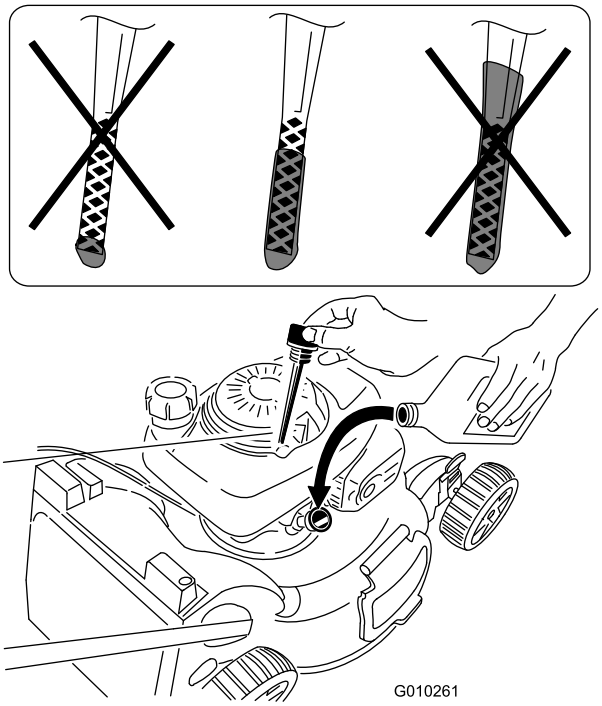

Figuur 40
12. Haal de peilstok eruit en controleer het oliepeil (Figuur 40).
- Als het oliepeil te hoog is, tapt u de overtollige olie af tot het juiste oliepeil is bereikt, zoals getoond in Figuur 40.